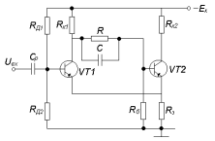

Рис. 1.24
24. Показать путь протекания тока в схеме триггера Шмитта (рис.1.24) .при подаче на вход сигнала положительной полярности. Начертить временную диаграмму $U_{к2}(t)$.